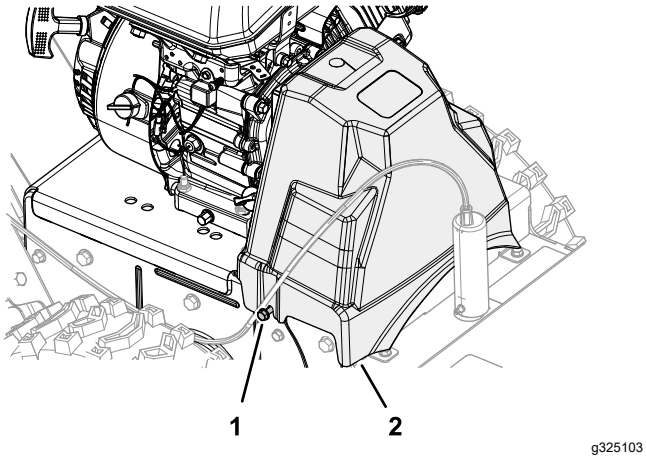

Figure 43
1. Alignez les fentes du protège-courroies sur les 2 vis à embase (Figure 43).
2. Montez le protège-courroies sur la machine (Figure 43).